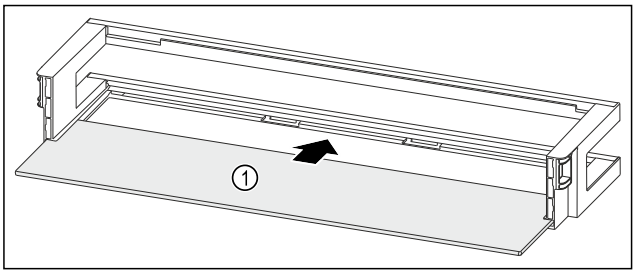

Fig. 210 Raft montat pe ușă cu raft
▶ Împingeți în interior raftul *Fig. 210 (1)* în degajările laterale.